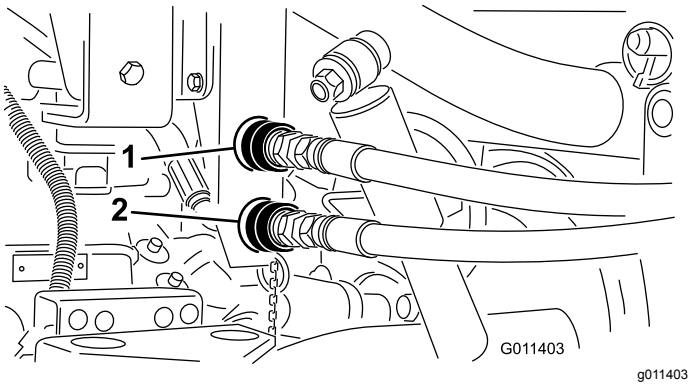

Figur 17
3. Rengør topdresserens lynkoblinger (Figur 17) for snavs, inden de tilsluttes. Snavsede koblinger kan medføre forurening af systemet. Efter rengøring skal du montere begge lynkoblinger på Workman. Slangerne er markeret ”A” og ”B”. Tilpas dem til lynkoblingerne, når de monteres. Sørg for, at begge lynkoblinger er helt tilkoblede.
Bemærk: Koblingerne, der vises i Figur 17, er fra køretøjer med serienumre før 239999999.